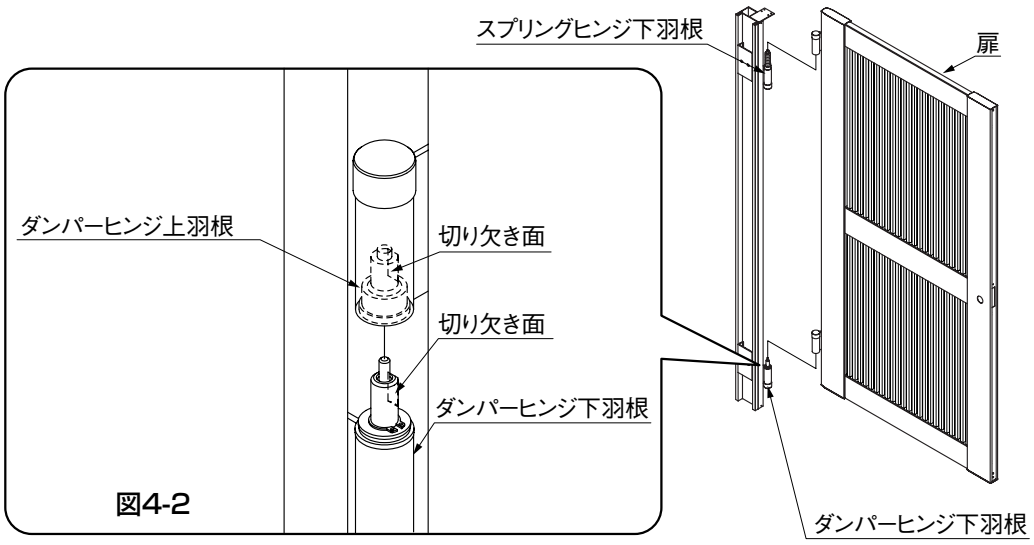

図4-2
- ダンパーヒンジ下羽根とダンパーヒンジ上羽根の切り欠き面を合わせて扉を吊込んでください。（図4-2参照）